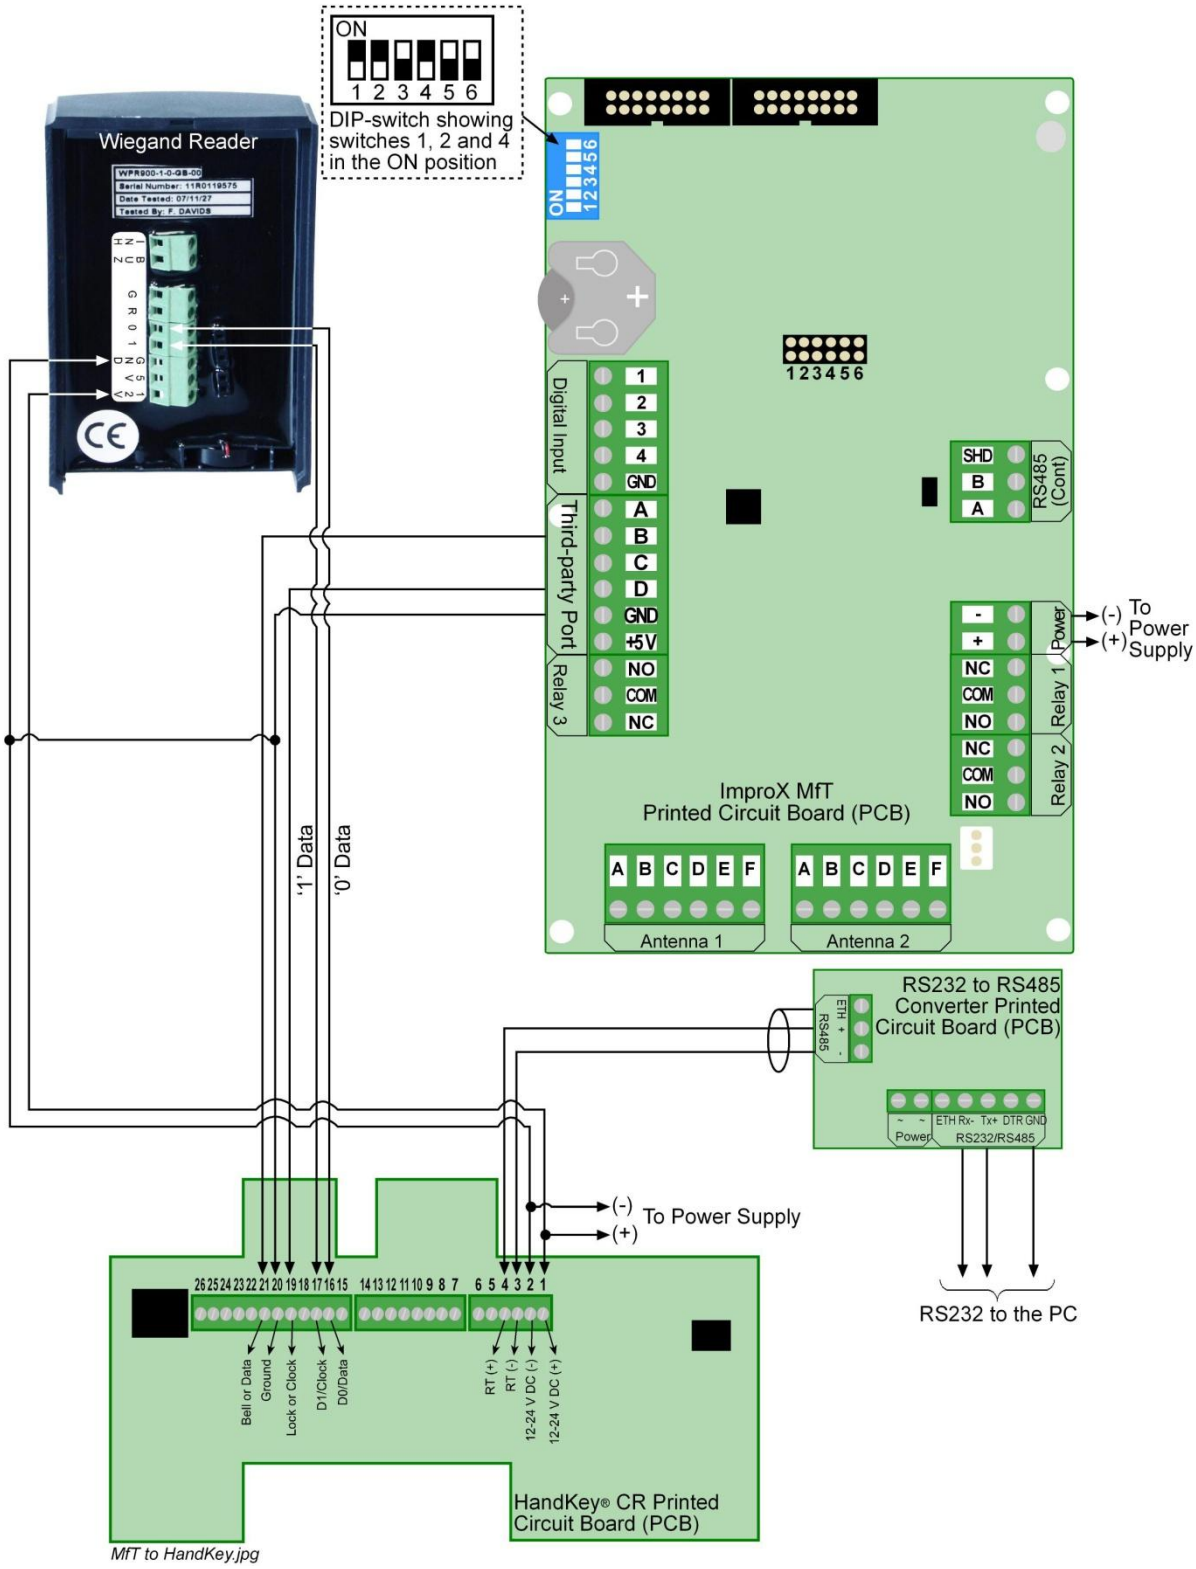
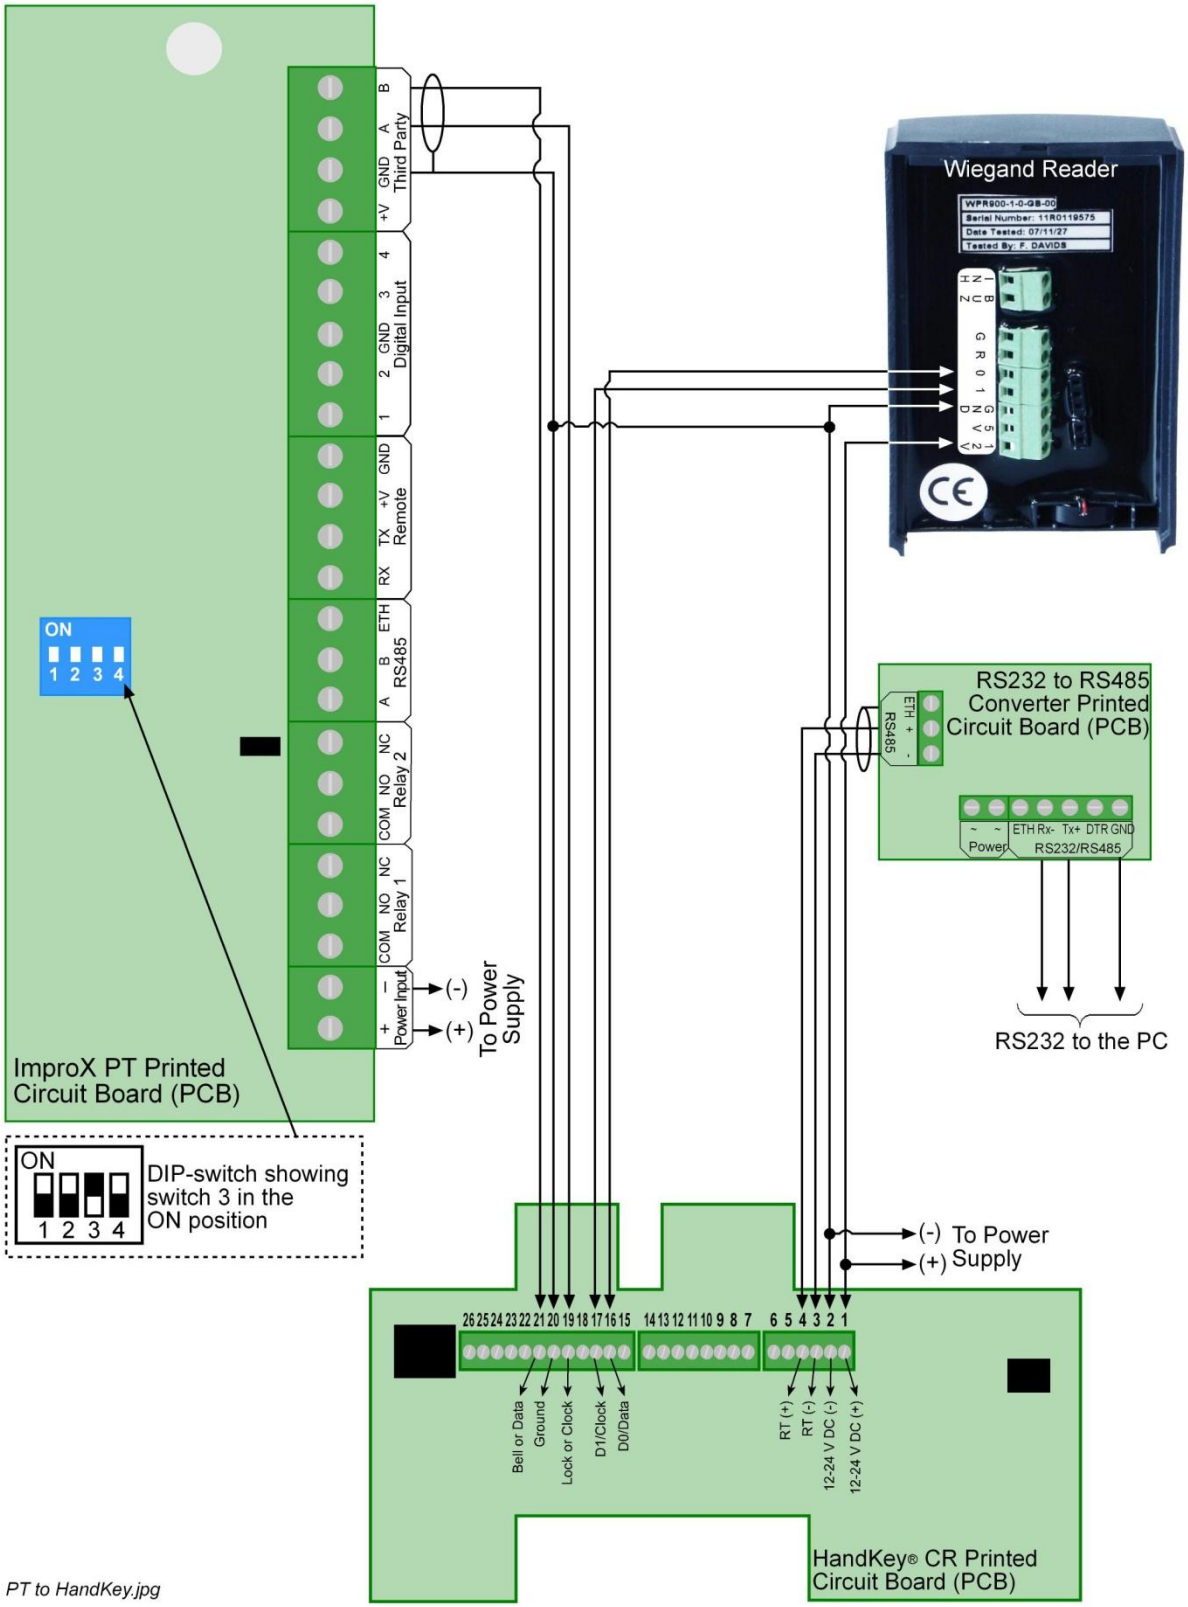

Figure 25 – HandKey® CR Reader Connected to the ImproX MfT and LAN
Figure 26 – HandKey® CR Reader Connected to the ImproX PT or ImproX TA and LAN
1. Connect the HandKey® Reader as shown in Figure 24, Figure 25 or Figure 26.